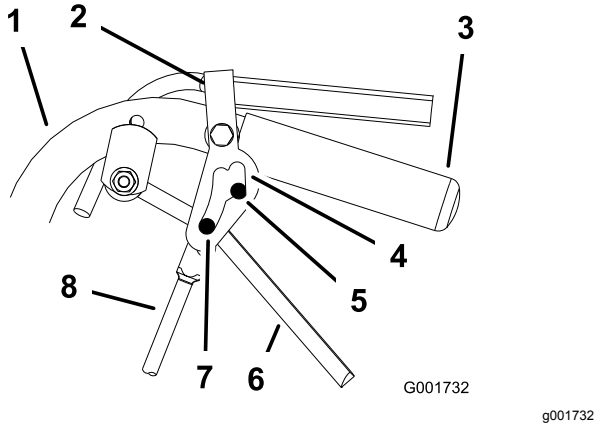

Figur 40
5. Frigör och aktivera neutrallåset och kontrollera att hjulet inte roterar (Figur 40). Upprepa denna process tills hjulet slutar att rotera.